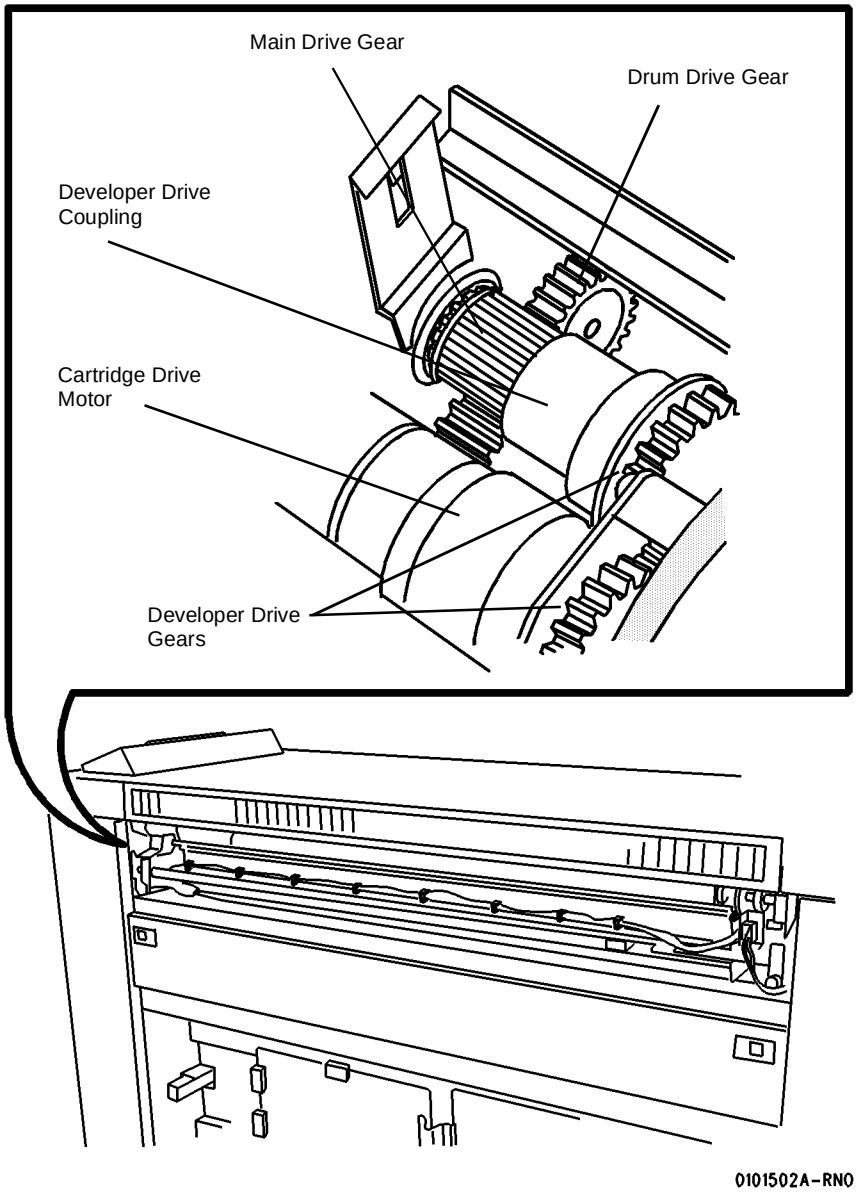

**Figure 1 Location of Developer Drive Coupling**
- (Figure 1 ) Ensure that the Developer Drive Coupling is in good condition and is engaged fully.